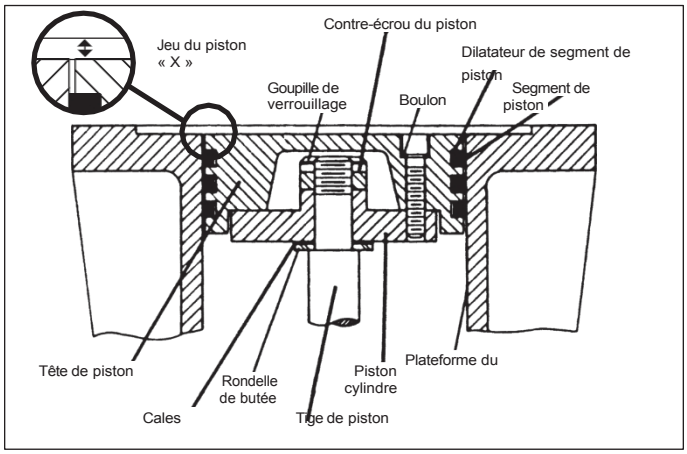

Figure 5.4A : Modèle en coupe transversale du piston, tailles 91 à 491
6. Avant d'installer le nouveau piston, mesurez l'épaisseur des cales existantes. Pour les modèles 91, 291 et 491, les cales sont placées entre la rondelle de butée et la plate-forme du piston. Pour le modèle 691, les cales sont placées entre la plate-forme et la tête du piston (voir figures 5.4A et 5.4B).